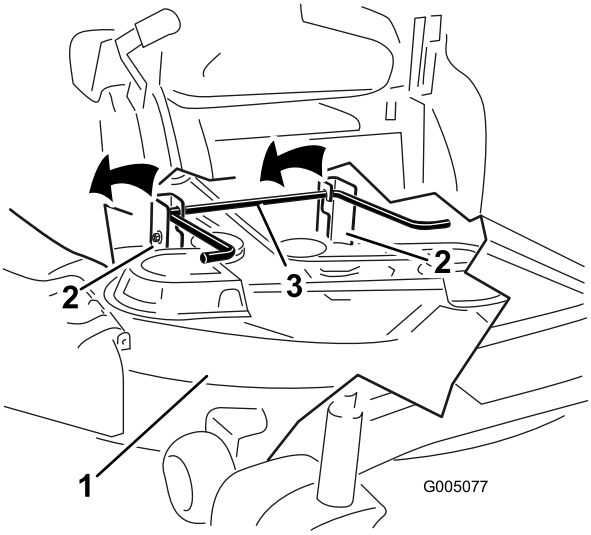

Figur 59
5. Løft plæneklipper og hængebeslag, så de er fri af den bageste løftestang, og sænk forsigtigt plæneklipperen ned på jorden (Figur 59).
5. Løft klippeskjoldets bagende, og før hængebeslagene over den bageste løftestang (Figur 59).